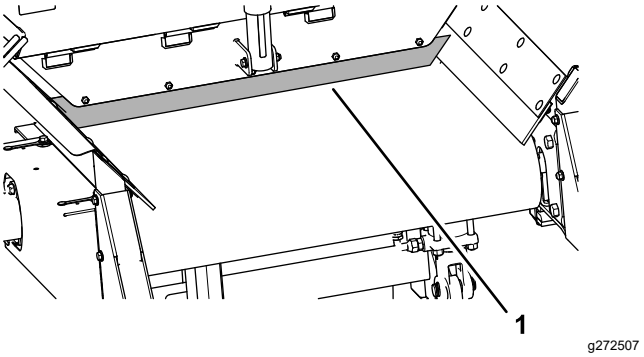

Figur 57
5. Fjern båndets rengjøringsskraper fra bakenden av maskinen (Figur 57).